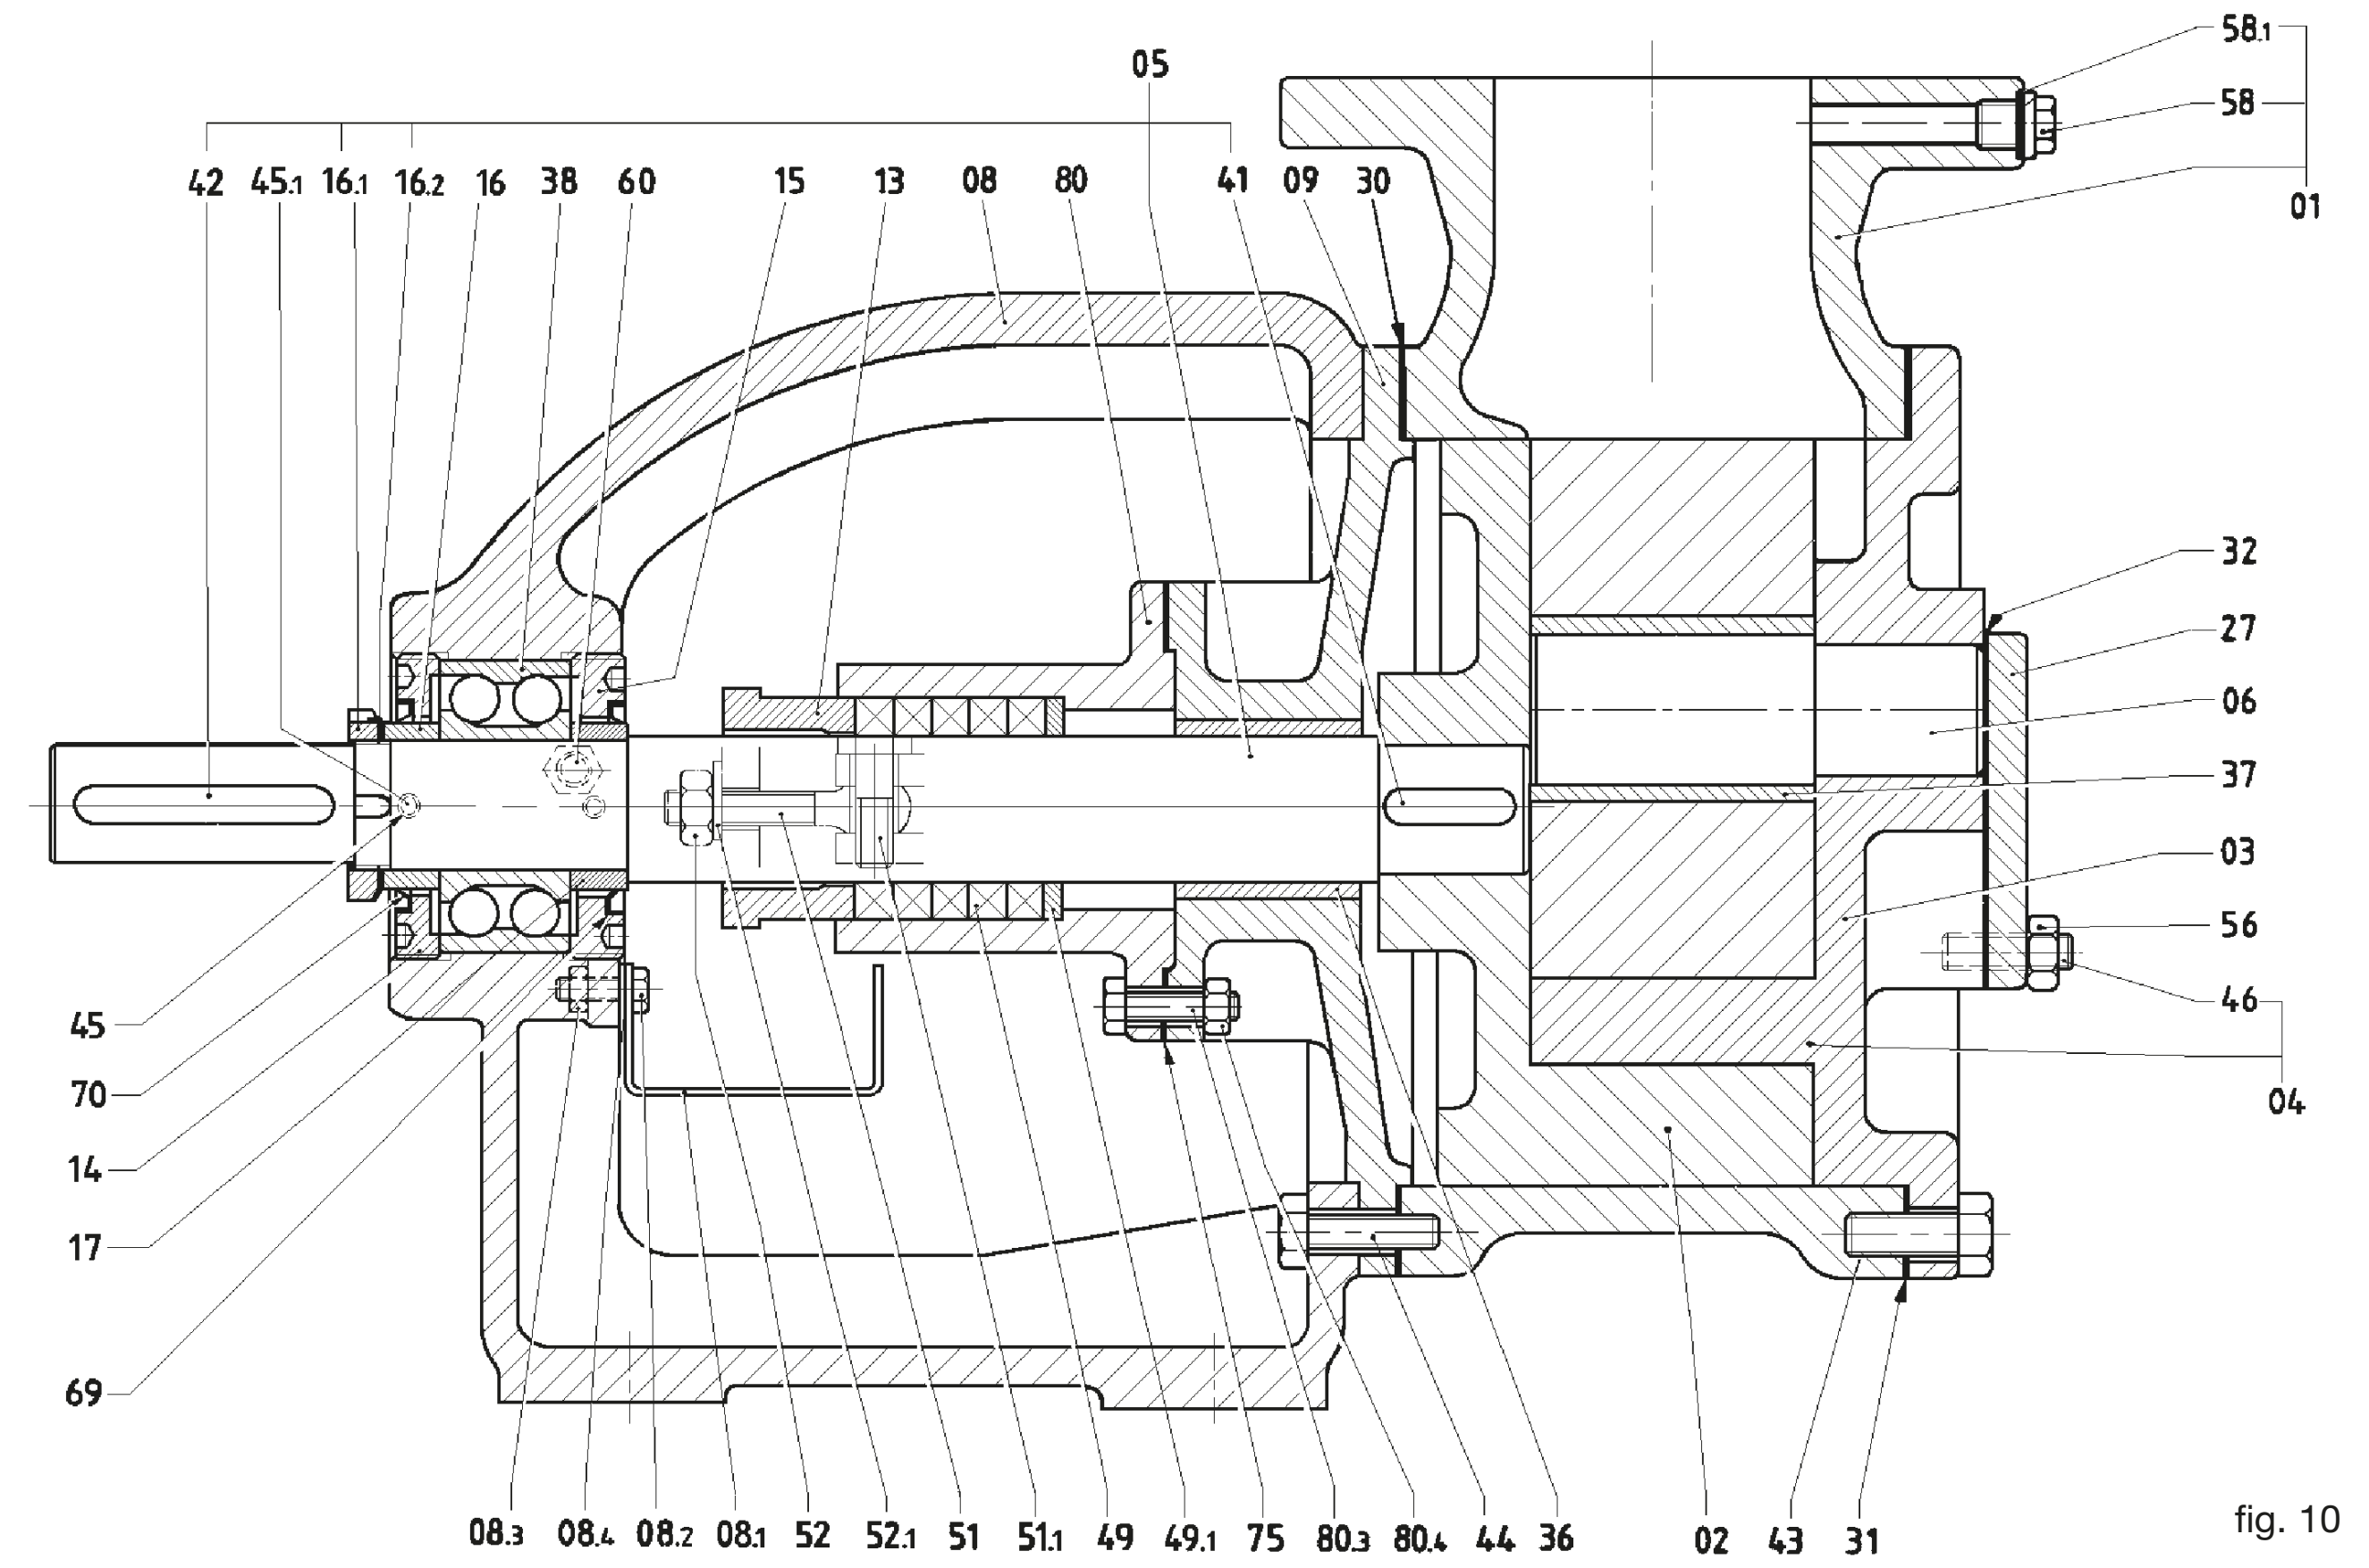

fig. 10
11.1 Rimozione del coperchio (04) (fig. 10)
- ☐ Svitare i bulloni (43). Agire sui due fori filettati ove esistono per facilitare l'estrazione del coperchio.
- ☐ Nel rimuovere il coperchio evitare, di danneggiare la guarnizione (31). Qualora ciò accaddesse, sostituirla. Non utilizzare guarnizioni danneggiate o di spessore diverso dall'originale.
- ☐ Disimpegnare con cautela il gruppo coperchio-ruota oziosa (04-03) dal corpo della pompa (01).
11.2 **Rimozione ruota oziosa (03)** (fig. 10)
- ☐ Sfilare la ruota dal perno (06), nel foro centrale è presente la bronzina (37). Alcune versioni sono prive di detta boccola e presentano un perno di diametro maggiore.
11.3 **Rimozione del perno (06) (fig. 10)**
11.4 **Rimozione del corpo (01)** (fig. 10)
- ☐ Rimuovere le viti (44)
- ☐ Disimpegnare il corpo dalla flangia-supporto (09), facendo attenzione a non danneggiare la guarnizione (30) se ciò accadesse, sostituire.
- ☐ La flangia-supporto rimane nella sede di centraggio col supporto (08).
11.5 **Rimozione del cuscinetto a sfere (38)** (fig. 10)